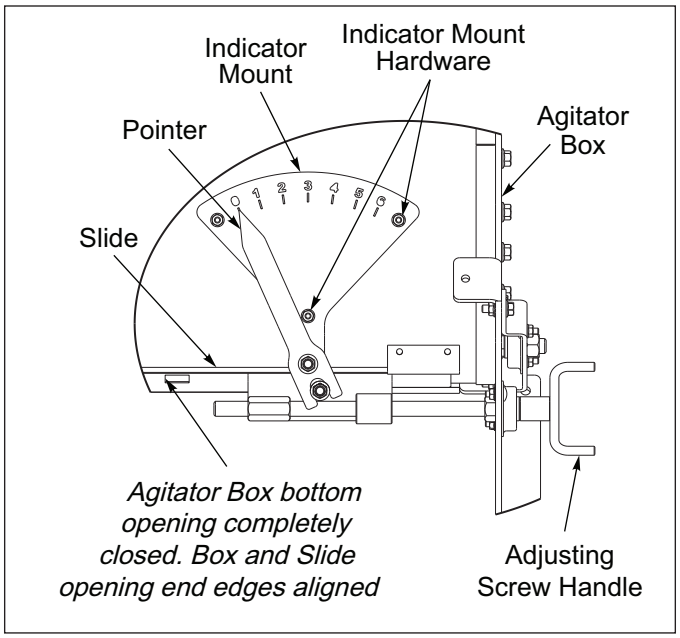

Figure 4-24: Agitator Box Completely Closed.
1. Turn the Adjusting Screw Handle until the Slide opening edge is aligned with the Agitator Box bottom opening edge. The Agitator Box opening should be completely closed. **See Figure 4-24.**
- Turn the Adjusting Screw Handle until the Pointer indicates “0”. The Agitator Box bottom opening should be fully closed. **See Figure 4-24.**